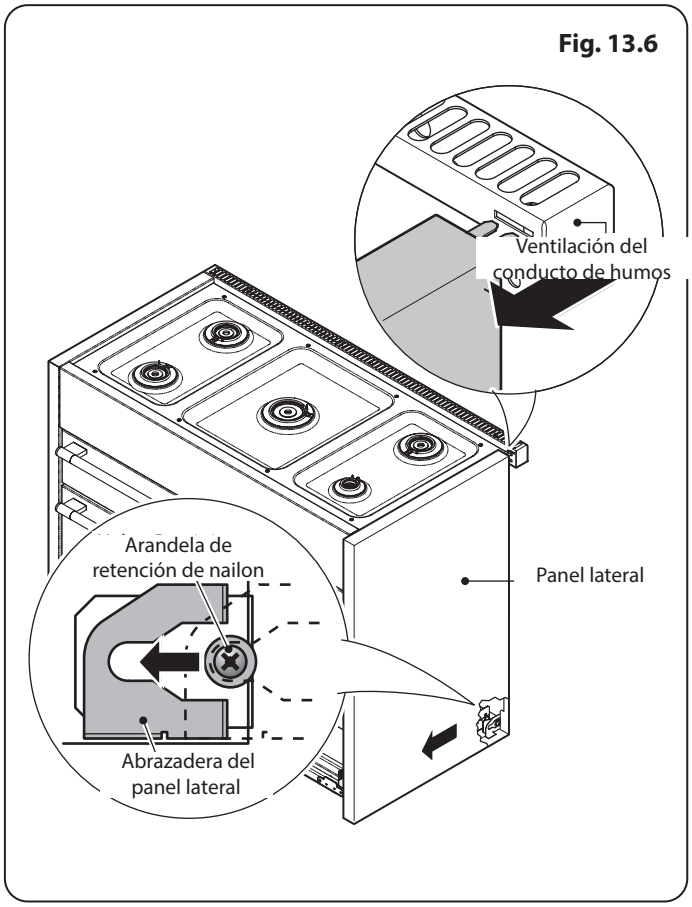

Fig. 13.6
2. Empuje hacia adelante el panel lateral de manera que se aleje de la ventilación del conducto de humos y de la arandela de retención (**Fig. 13.6**).